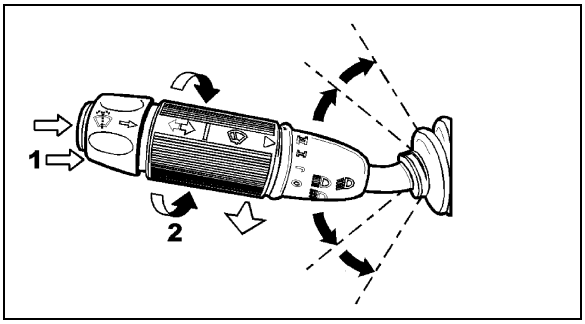

FIGURE 34: MULTIFUNCTION LEVER 23133
Rotate the multifunction lever forward to activate lower windshield wipers (arrow 2, Figure 34). The first position operates the wipers at low speed and the second position operates the wipers at high speed. Turning the lever backwards will operate the wipers in the intermittent mode.
The lower windshield washer pump is electrically operated and is controlled by a washer control ring on the multifunction lever (item 1, Figure 34).